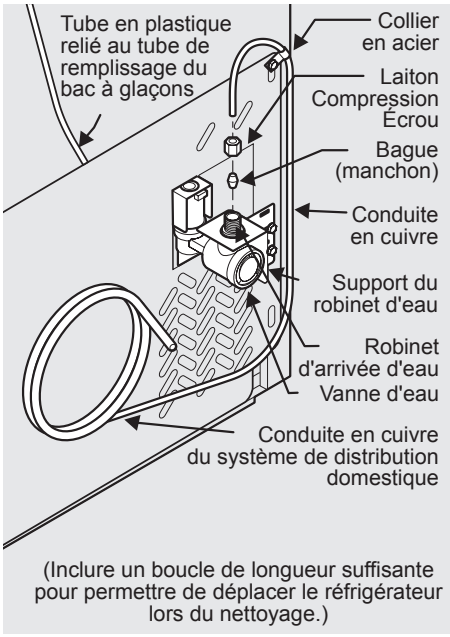

Figure 1
4. **Si vous utilisez une conduite en cuivre** – glissez l'écrou de compression en cuivre, puis la bague d'extrémité (manchon) sur la conduite d'alimentation. Poussez la conduite aussi loin que possible dans la valve d'entrée d'eau (6,4 mm ou ¼ po). Glissez la bague de serrage (manchon) dans la valve d'entrée et serrez l'écrou de compression à la main sur la valve. Serrez d'un autre demi-tour à l'aide d'une clé; ÉVITER de trop serrer. Voir la Figure 1.